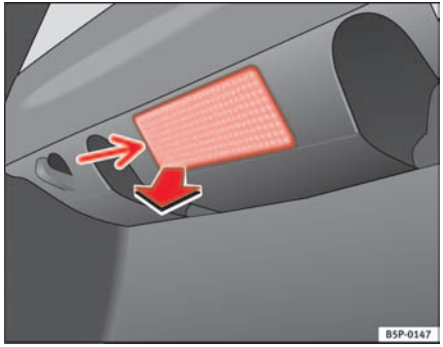

Fig. 188 Luggage compartment light
– Extract the tulip shaped fitting by pressing on the inside edge of this-arrow- using the flat side of a screwdriver. ⇒ fig. 188